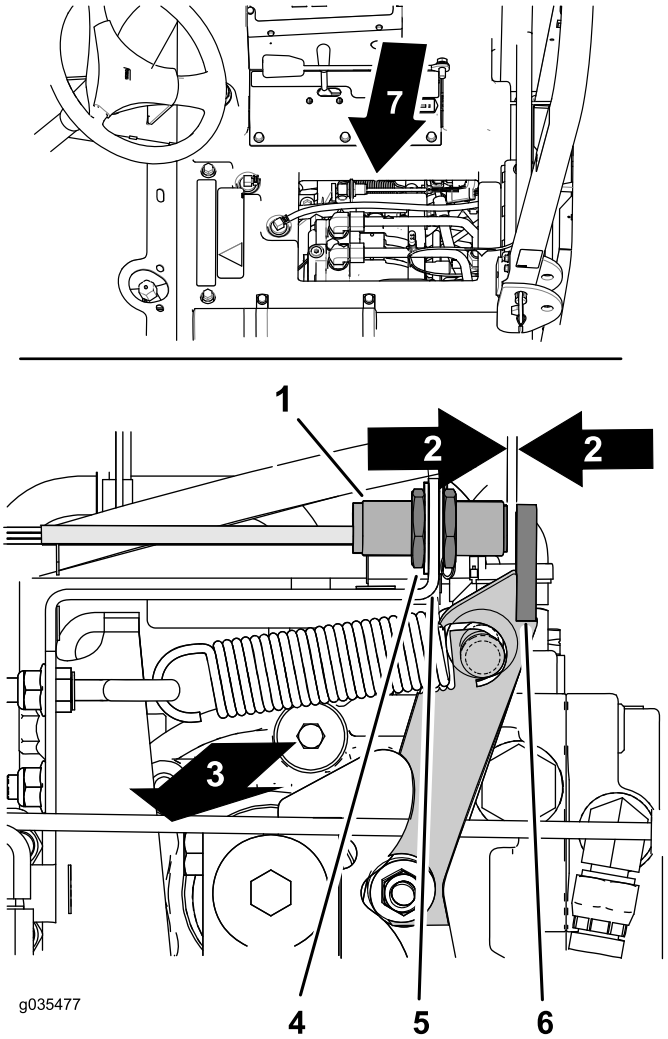

Figur 71
A. Finn nærhetssensoren ved den hydrauliske pumpen øverst til høyre (Figur 71).
B. Kontroller at nærhetssensorbraketten ikke er bøyd og at lampen på baksiden av sensoren er tent (Figur 71).
1. Finn nærhetssensoren ved den hydrauliske pumpen øverst til høyre (Figur 71).
2. Løsne låsemutterne på hver side av sensorbraketten (Figur 71).
3. Juster låsemutterne til det er en åpning på 2,5 til 3,6 mm mellom enden av nærhetssensoren og flensen på armen for fri (Figur 71).
4. Stram låsemutterne (Figur 71).